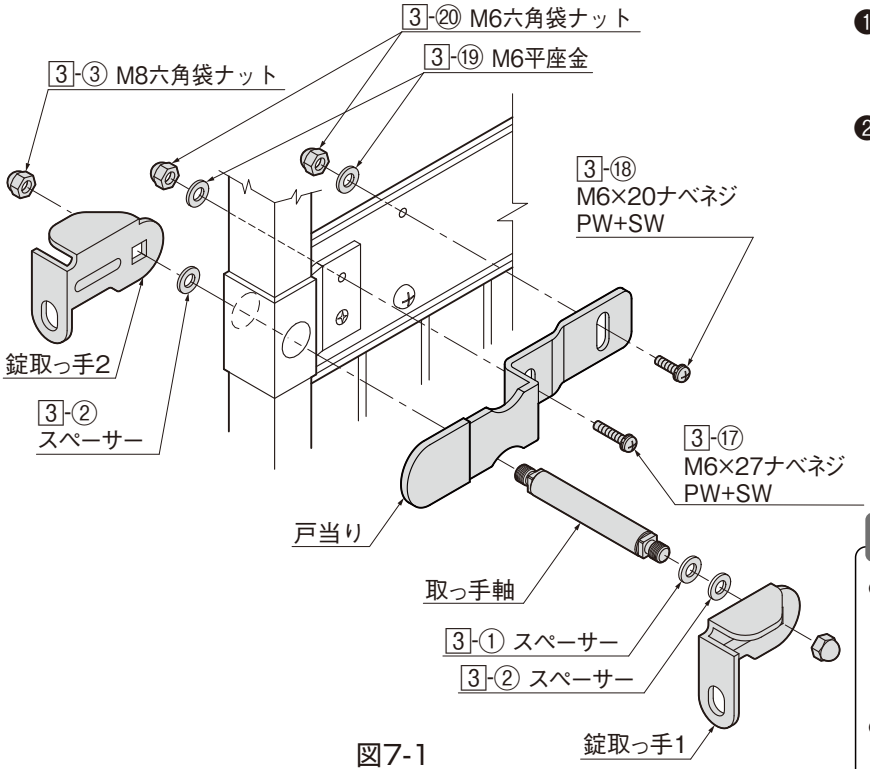

図7-1
❶錠取っ手1、錠取っ手2を取っ手軸と3-①、3-②と3-③で組付けてください。
❷扉の開く方向にあわせて戸当りを取付けてください。このとき戸当りは水平になるよう調整して取付けてください。取付けるネジは錠パネルを固定しているネジをはずして付属の3-⑰、3-⑱で扉に取付けてください。（図7-1参照）